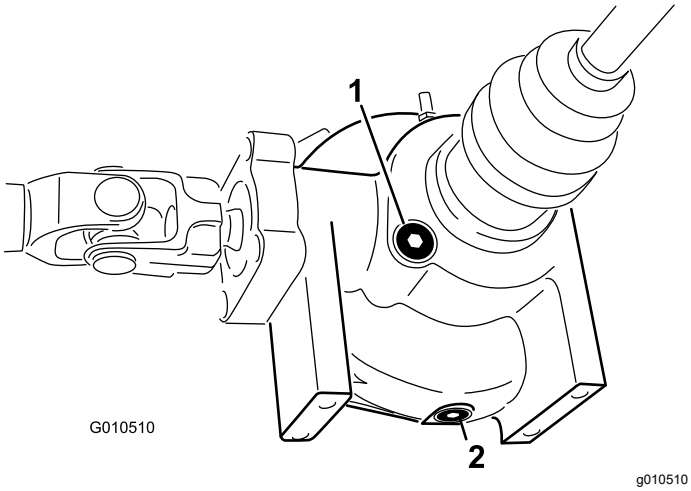

Figur 44
4. Rengör området runt påfyllnings-/kontrollpluggen på differentialens sida (Figur 44).
4. Gör rent runt avtappningspluggen på differentialens ena sida (Figur 44).